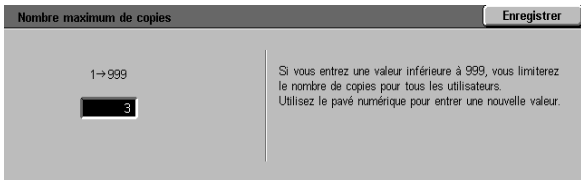

Figure 37 : Écran Nombre max. de copies
- À partir de l'écran Nombre max. de copies (figure 37), entrez, à l'aide du pavé numérique, le nombre maximum de copies ou de jeux admis (de 1 à 999).